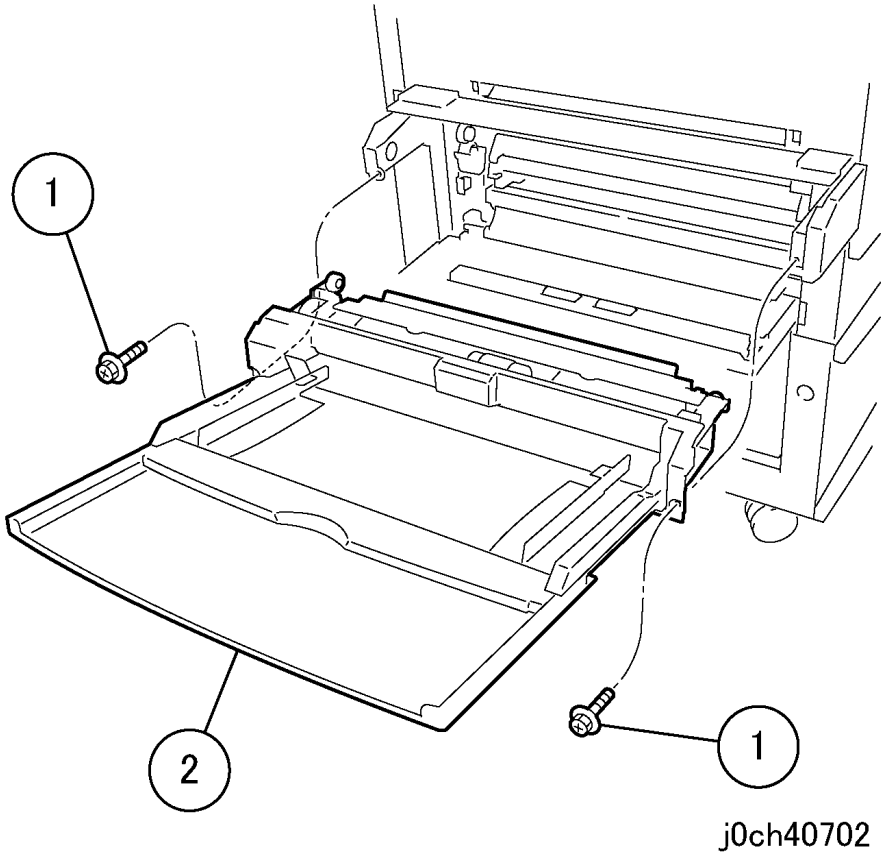

Рисунок 3 Снятие узла MPT (j0ch40702)
3. Снимите узел MPT (рисунок 3).